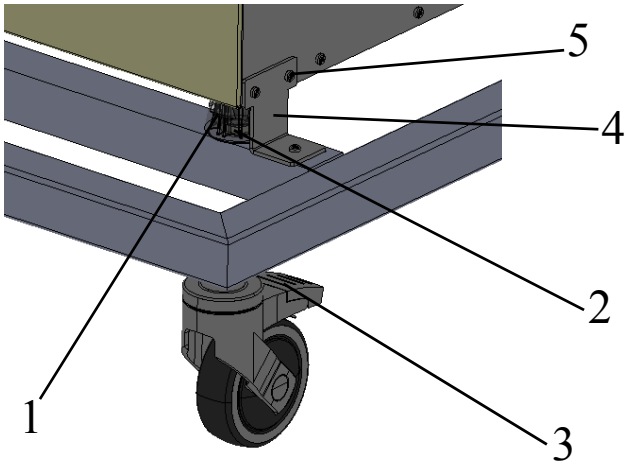

图 2-8. 带脚轮但不带支撑支腿 （i160 LK 装置）的支撑架
- 用脚轮顶部的桨 (3/ 图 2-8) 锁定支撑架。
- 使用与所有 4 个短板 (2/ 图 2-8) 匹配的支腿 (1/ 图 2-8) 带有设备支架的定位装置。
- 卸下下部装置后侧的四颗螺钉 （5/ 图 2-8）。
- 将后支架 （4/ 图 2-8）拧到下部装置的后壁和支撑架上。